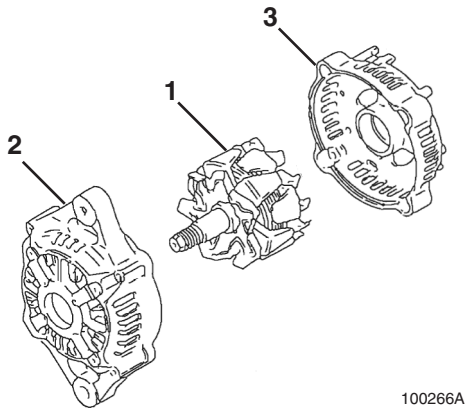

Figure 11-14
4. Lubricate the shaft of the rotor assembly **(Figure 11-14, (1))**. Press the rotor assembly into the front frame housing **(Figure 11-14, (2))** and rear frame housing **(Figure 11-14, (3))**.